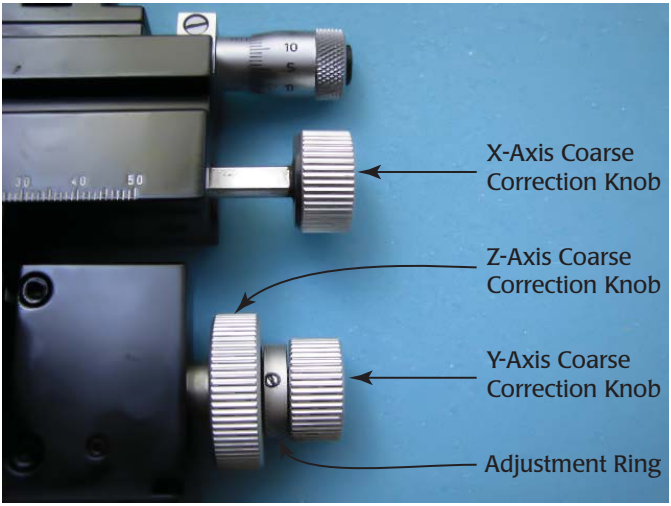

Fig. 3—The adjustment controls are labeled on an M3301 micromanipulator.
2. Use a pair of pliers to secure the X-Axis Coarse Correction knob to prevent it from rotating (Figure 3). Don't grab the knob with the pliers directly, because the jaws will cut into the aluminum knob. Instead, take a piece of paper and fold
The adjustment of the Y-axis tension is performed with essentially the same techniques as that described for the X coarse axis. The Y-axis is controlled by the Y-Axis Coarse Correction Knob shown in Fig. 3.
The adjustment to counteract drift on the Z-axis is performed differently than either the X or Y axes. The Z-axis is controlled by the Z-Axis Coarse Correction Knob shown in Fig. 3. However, the tension is adjusted by rotating the Adjustment Ring.